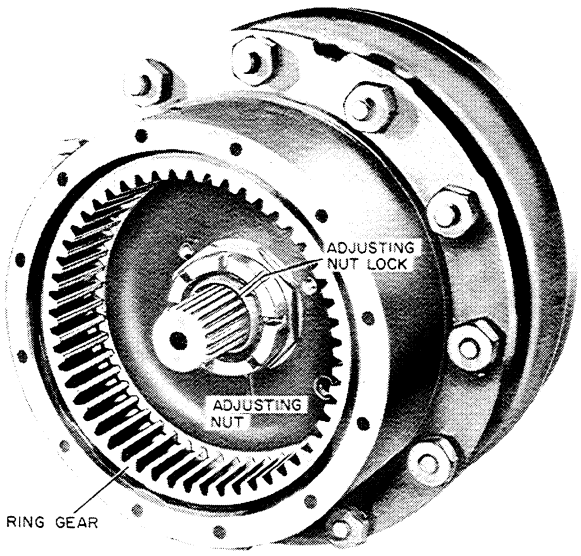

Figure U-20
7. Remove the wheel bearing adjusting nut lock, Figure U-20.
8. Remove the wheel bearing adjusting nut, Figure U-20.